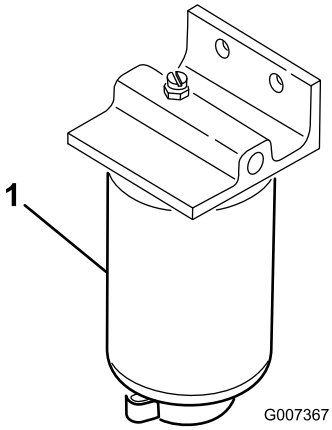

**Figur 41**
2. Rengjør området der filterboksen skal festes (Figur 41).
4. Åpne filtertappepluggen og ventilatorventilen (Figur 41).